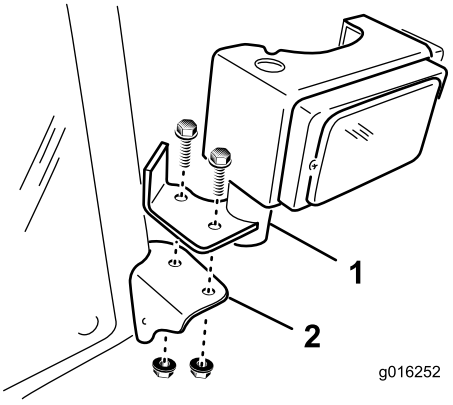

Figure 6
1. Mount the L.H. headlight assembly to the headlight bracket on the left front corner of the cab with (2) 3/8 x 1 inch flange head screws and 3/8 inch flange nuts (Figure 6).